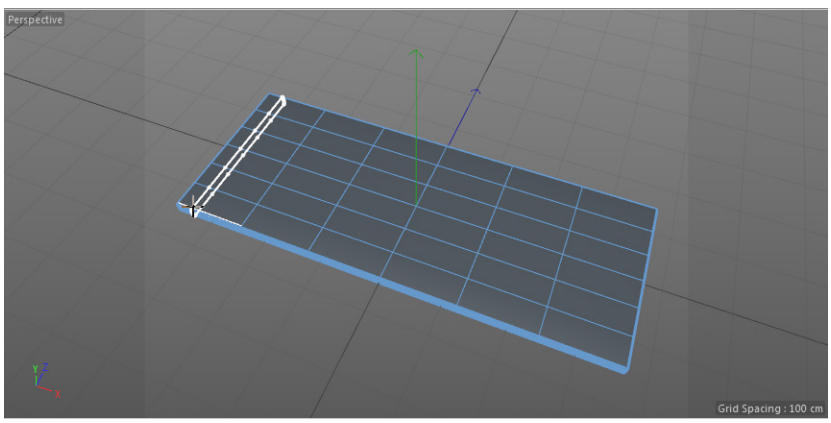
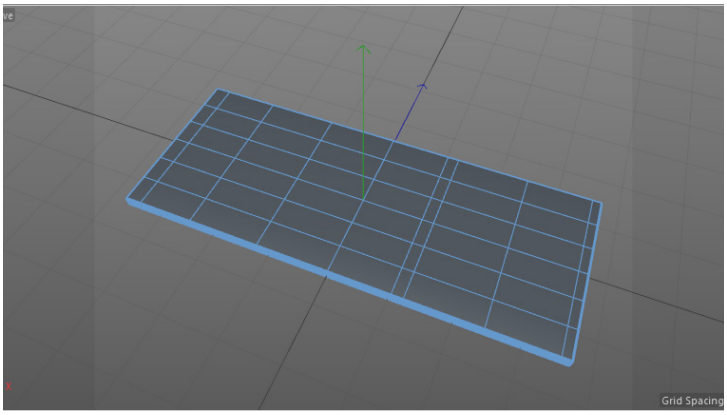

Figure 3-79 *Adding an edge loop*
Figure 3-80 *The edge loops added*
6. Choose the **Enable Snap** tool from the Modes Palette. Next, click on *Computer mouse*, refer to Figure 3-79; an edge loop is added to *Computer table*. Again, create two new edge loops using the **Loop/Path Cut** tool, as shown in Figure 3-80.